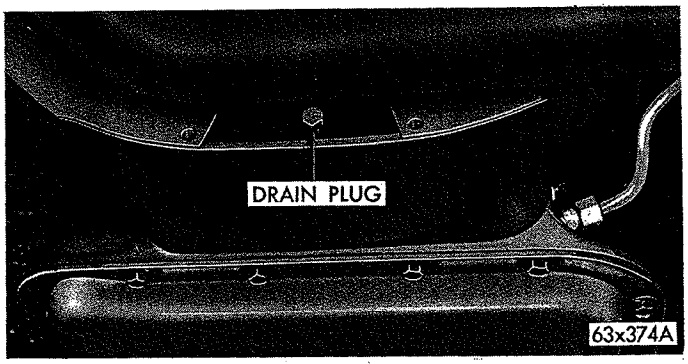

*Fig. 3—Converter Drain Plug*
(1) Raise vehicle on a hoist. Place a drain container with a large opening, under transmission oil pan.
(2) Loosen pan bolts at one corner, tap the pan to break it loose allowing fluid to drain, then remove the oil pan.
(3) Remove access plate from in front of converter, remove drain plug allowing fluid to drain (Fig. 3). Install and tighten converter drain plug to 14 foot-pounds, and install the access plate.
(4) If necessary, adjust the reverse band (Refer to page 55).
(5) Install a new filter on bottom of the valve body, and tighten retaining screws to 28 inch-pounds.
(6) Clean the oil pan, and reinstall using a new gasket. Tighten oil pan bolts to 150 inch-pounds.